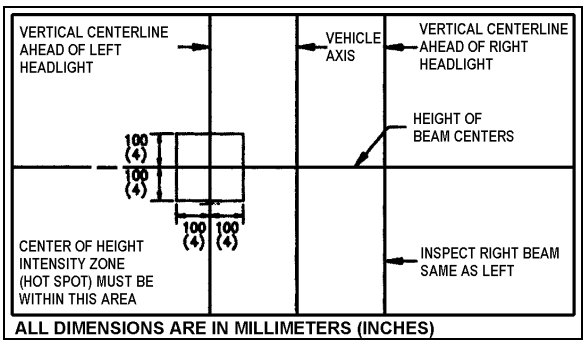

FIGURE 49: AIM INSPECTION LIMITS FOR UPPER-BEAM HEADLIGHTS 06505
7. The inspection limits for high-beam headlights shall be with the center of the high-intensity zone from 10 cm (4 in) up to 10 cm (4 in) down; and, from 10 cm (4 in) left to 10 cm (4 in) right on a screen at 7.6 m (25 ft.) (Fig. 49).